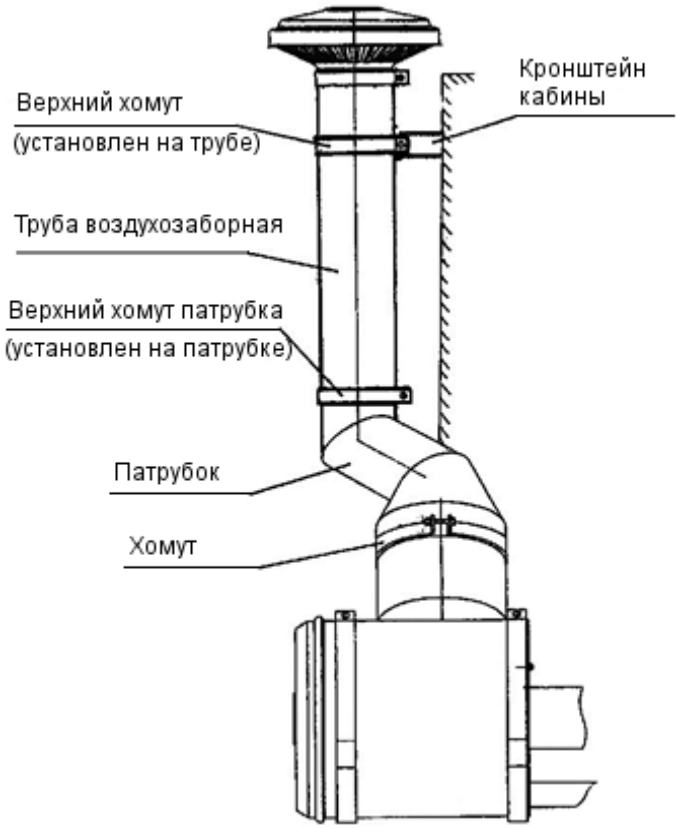

Рис. 15 Установка воздухозаборной трубы на машину
– установить трубу (рис. 15) на патрубок воздухоочистителя и закрепить её, затянув верхний хомут патрубка воздухоочистителя;